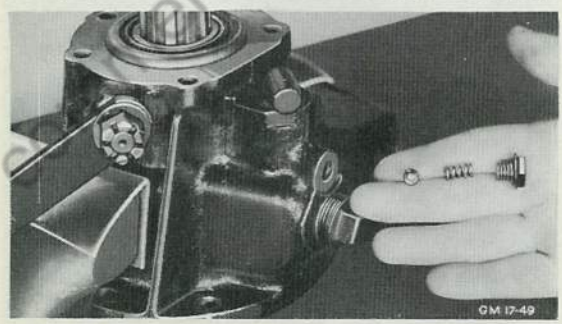

Fig. 17 Poppet Ball, Spring, Washer and Screw Are Installed as Shown
10. Install poppet ball (26) and spring (27), using special plug (29) to hold them in place. Order in which these parts are installed is illustrated in Fig. 17.
11. Attach shift lever (30) to shift shaft (23), using flat washer and cotter pin to hold lever to shaft. Tighten lever pilot stud nut and secure with cotter pin.